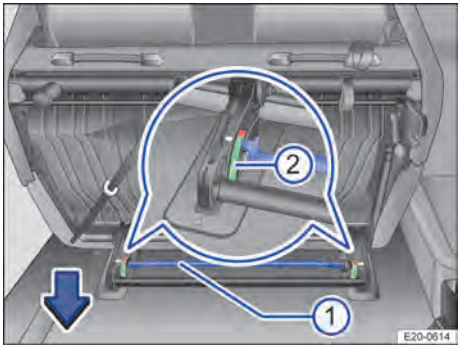

Fig. 77 Segunda fila de asientos: montar el asiento de dos plazas.
2. Presione la barra → Fig. 77 ① hacia abajo, en el sentido de la flecha, hasta que los dos indicadores de bloqueo ② se encuentren en la zona verde.